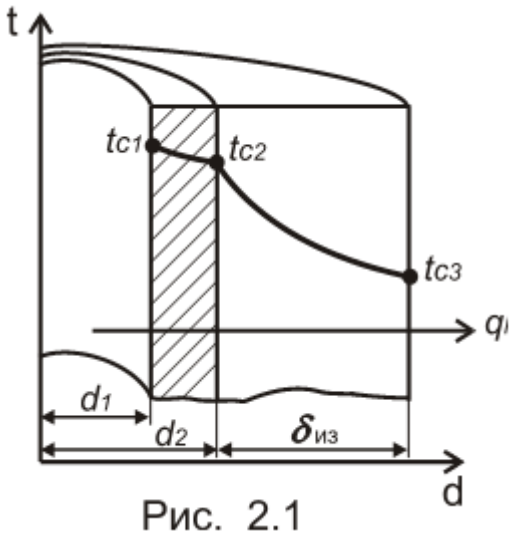

Рис. 2.1
5. Стальной трубопровод горячей воды диаметром d_1/d_2 = 190/200 мм покрыт слоем изоляции толщиной $\delta_{из}$ = 50 мм (рис. 2.1), коэффициент теплопроводности трубы $\lambda_1 = 50$ Вт/м·К, изоляции $\lambda_2 = 0,08$ Вт/м·К. Температура на внутренней поверхности трубы $t_{c_1} = 150$ °С, а на наружной поверхности изоляции $t_{c_3} = 50$ °С. Найти тепловые потери с 1 м трубопровода и температуру на границе соприкосновения изоляции и трубопровода.